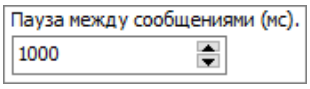

Рисунок 8-186 Пауза между сообщениями
- установить паузу между сообщениями – интервала между озвучиванием различных событий (см. Рисунок 8-186). Паузы между повторениями одного сообщения по умолчанию соответствуют данному параметру, но могут быть переопределены вызывающей стороной;